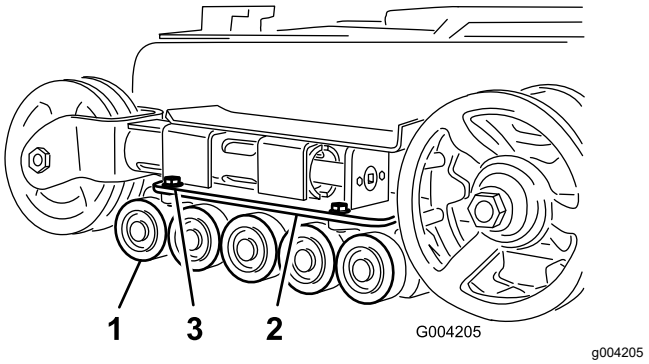

Figura 48
2. Retire los 4 pernos que sujetan cada guía de oruga inferior, que contienen las ruedas de rodaje, y retírelas (Figura 48).